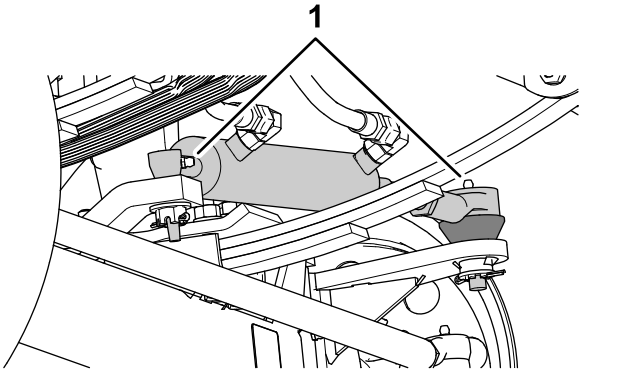
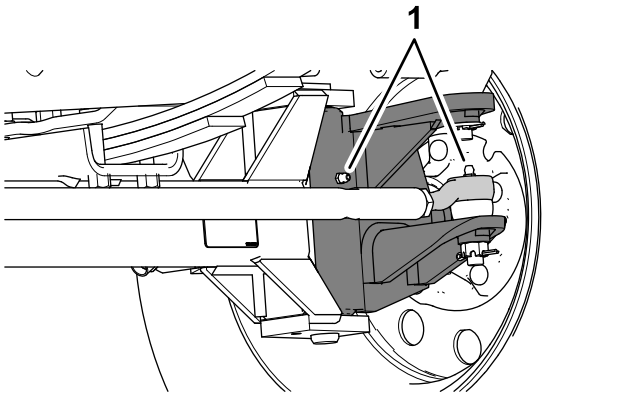

Figura 71
Figura 72
1. Limpe os bocais de lubrificação (Figura 71 e Figura 72).
2. Introduza o lubrificante nos bocais de lubrificação (Figura 71 e Figura 72).
Nota: As posições dos bocais de lubrificação estão ilustradas na Figura 71.